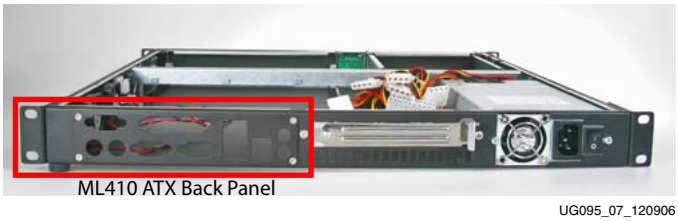

*Figure 7:* **ML410 ATX Back Panel Installed**
2. Install the appropriate ATX back panel for your board in the location shown in Figure 7. If using a ML310 board, the correct back panel is already installed; if using a ML410 board, switch the ML310 ATX back panel with the ML410 ATX back panel included in the package (Figure 7).